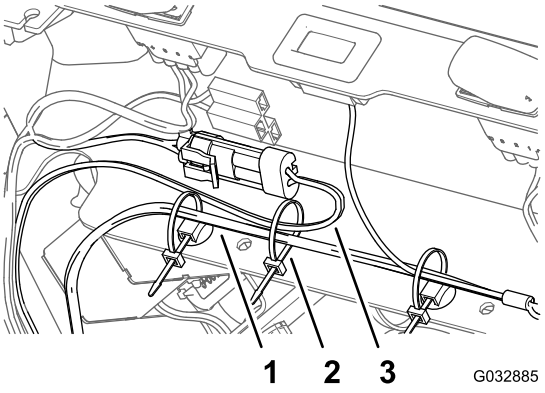

Рисунок 15
5. Прикрепите жгут проводов комплекта светодиодного освещения к жгуту проводов машины с помощью кабельной стяжки, как показано на Рисунок 15.